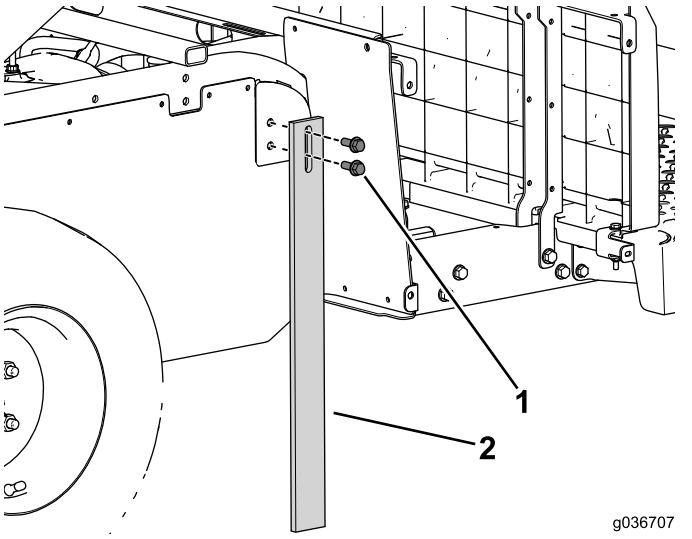

Figur 14
3. Använd de fyra flänsskruvarna för att montera stödbenen på maskinens båda sidor (Figur 14).